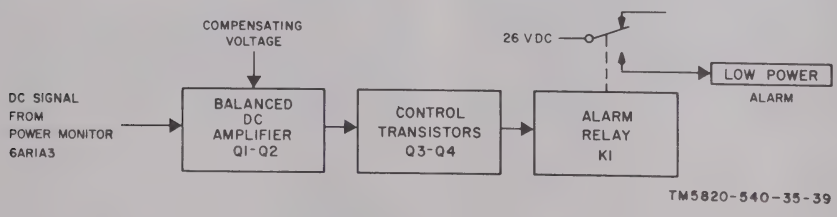

Figure 2-19. Alarm control 5TR1A3, block diagram.
b. Block Diagram Analysis (fig. 2-19). Power monitor 6AR1A3 rectifies a sample of the rf output signal into a dc signal. This low level dc signal (0.25v minimum) is used to keep one side of a low drift balanced dc amplifier (Q1-Q2) conducting and alarm relay K1 energized. If the dc signal falls below the required compensating voltage, the dc amplifier is cut off and the relay drops out, causing the LOW POWER alarm light to go on and the buzzer to sound. The alarm condition comes on when the output level is 8 db below the nominal transmitter output level, and is cut off when the output level returns to about 6 db below nominal. The 2-db tolerance has been introduced to prevent the relay from chattering when the power level remains stable around the trip point.